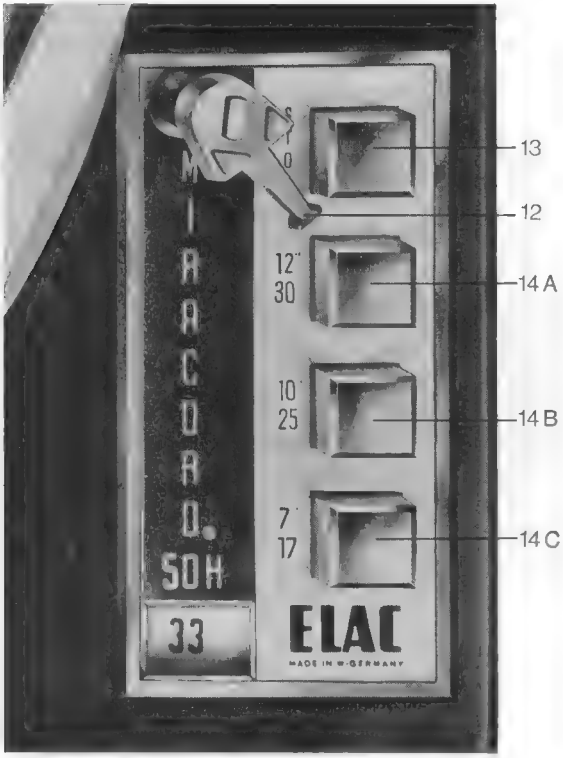

Fig. 12
Es sind 4 Betriebsarten möglich, die durch Betätigung einer einzigen Drucktaste ausgelöst werden können. Diese 4 Arten sind im folgenden erläutert. Bevor man eine Platte abspielt, stellt man die Drehzahl ein und löst den Tonarm, indem man den Tonarmriegel (Fig. 12—12) in die Stellung „grün" schwenkt.
2.6 Stoptaste (Fig. 12–13)